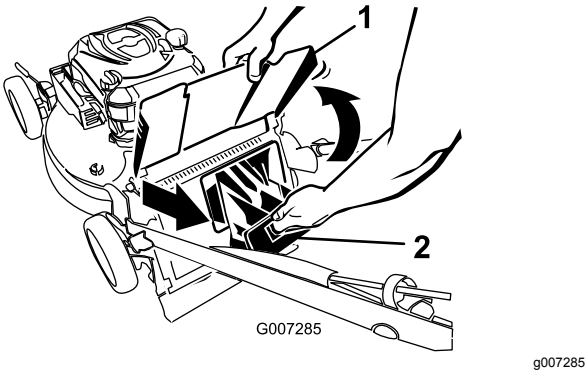

Figur 23
2. Lyft upp den bakre utkastarskärmen och håll den upplyft (Figur 23).
3. Dra ut den bakre utkastarpluggen (Figur 23).
4. Sätt i den bakre utkastarpluggen (Figur 23).